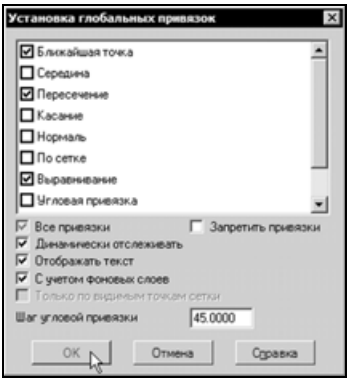

Рис. 2.124
- Нажмите кнопку **Установка глобальных привязок** панели **Текущее состояние**. Настройте привязки как на рис. 2.124. С помощью привязки **Выравнивание** можно указывать точки, выравнивая их по горизонтали и вертикали относительно характерных точек объектов. Нажмите кнопку **OK**.